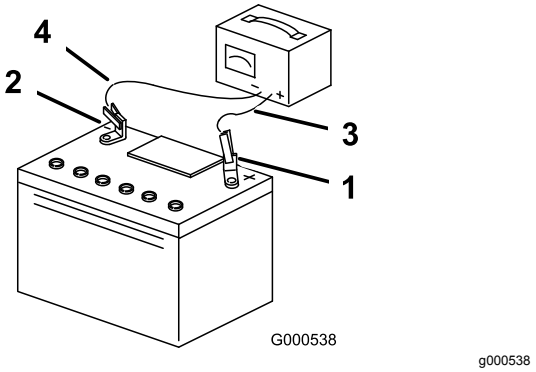

**Figur 47**
3. Når batteriet er fuldt opladet, skal du tage opladeren ud af stikkontakten og dernæst koble opladningskablerne fra batteriets poler (Figur 47).